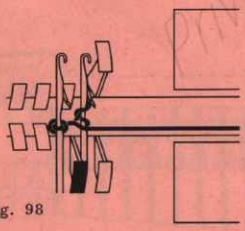

Fig. 98
** Links 1 Nd in Ruhestellung und 1 Pl in Nullstellung, Fig. 98, 1 R str.